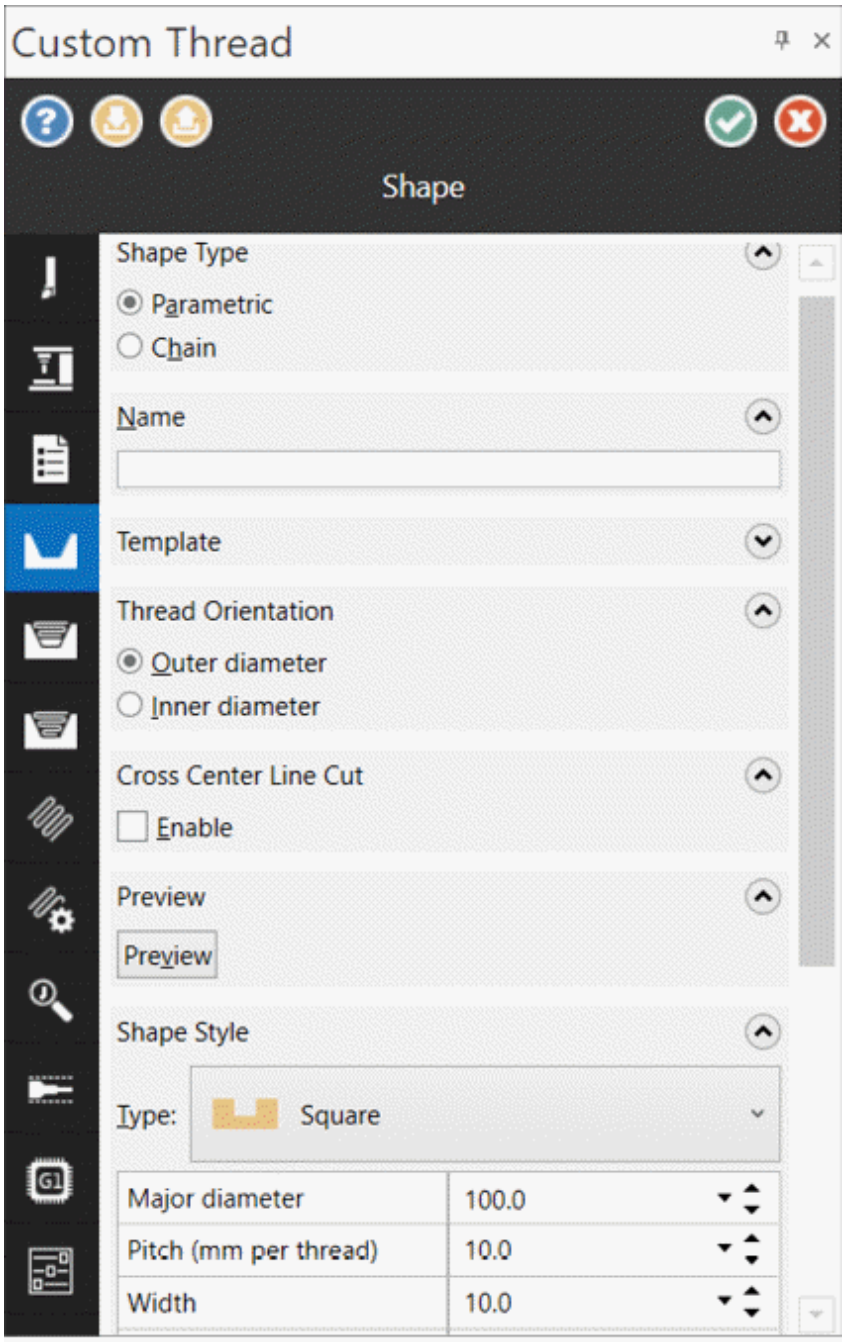

Figure-96. Shape page
- Click on the **Shape** option from left area to define the shape and size of custom thread; refer to Figure-96.